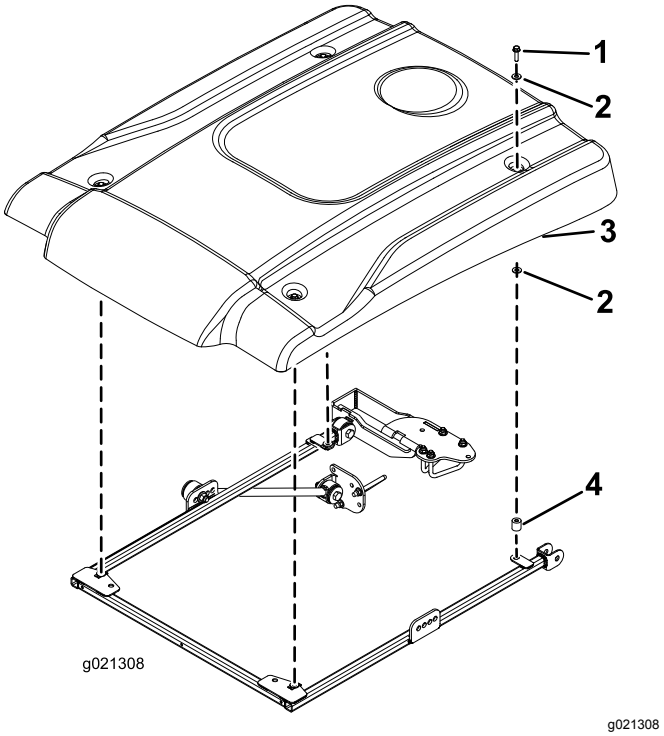

Figura 37
11. Alinee los taladros de montaje y posicione el toldo sobre el bastidor, según se muestra en Figura 37.
12. Sujete provisionalmente cada esquina del toldo al bastidor con un perno con arandela prensada (5/16" x 1¼"), 2 arandelas pequeñas y un espaciador (Figura 37). Coloque una arandela en cada lado del anillo de goma del toldo.